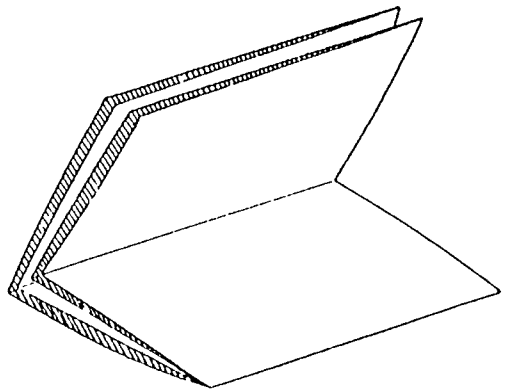

Рис. 3. Складывание листа бумаги
6. Сложите бумагу с копией вчетверо (Рис. 3).